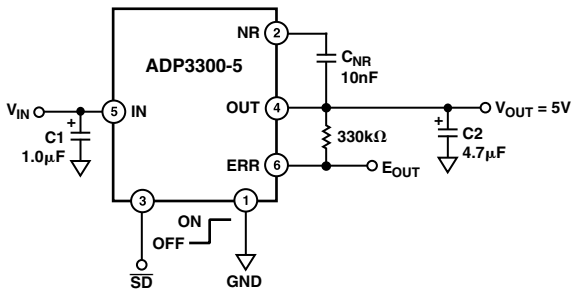

Figure 3. Noise Reduction Circuit
A noise reduction capacitor (C_{NR}) can be used to further reduce the noise by 6 dB–10 dB (Figure 3). Low leakage capacitors in the 10 nF–100 nF range provide the best performance. For load current less than 200 µA, a 4.7 µF output capacitor provides the lowest noise and the best overall performance. Since the noise reduction pin (NR) is internally connected to a high impedance node, any connection to this node should be carefully done to avoid noise pickup from external sources. The pad connected to this pin should be as small as possible. Long PC board traces are not recommended.